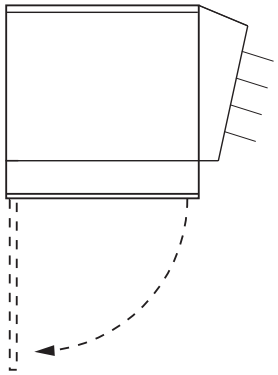

Figure 4
2. Tous les raccordements de câblage sont réalisés dans le boîtier de raccordement en bas du radiateur. Pour ouvrir ce boîtier de raccordement, desserrez les vis maintenant le couvercle à charnière à l'avant (si ce couvercle a des fentes) ou enlevez les vis (si le couvercle n'a pas de fentes) et ouvrez le couvercle (Figure 4).